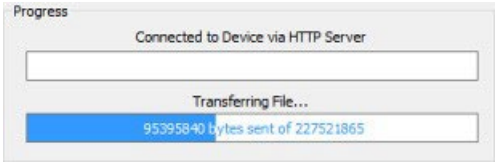

FIG. 160 NetLinx Studio - Send to NetLinx Device dialog (Progress bars indicating an active firmware file transfer)
7. Click **Send** to initiate the firmware file transfer. The progress of the transfer is indicated in the progress bars (FIG. 160):